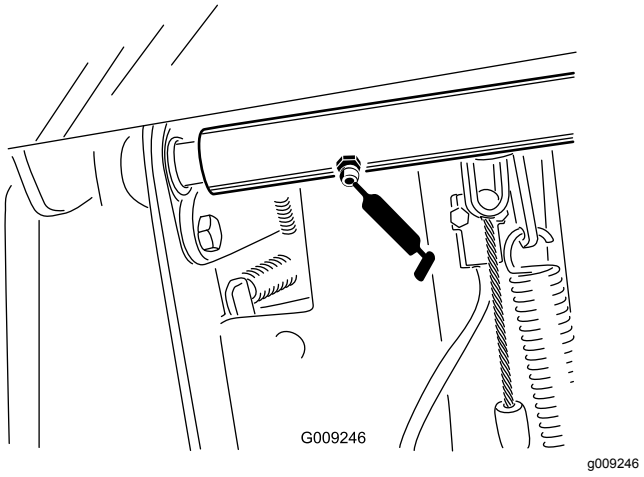

**Figuur 58**
- Scharnieraslagers van rempedaal (2) (Figuur 58)